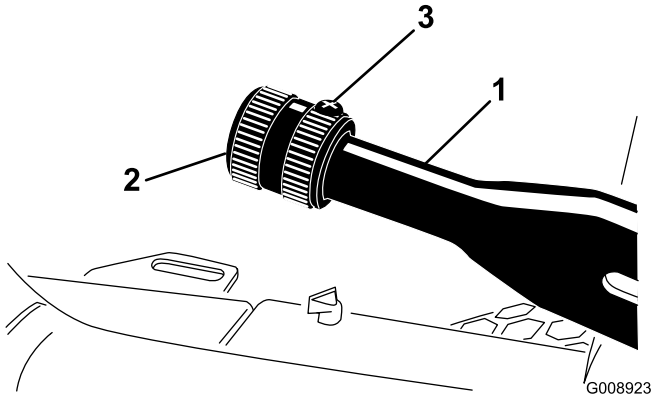

Rysunek 71
1. Poluzuj śrubę ustalającą mocującą gałkę do dźwigni hamulca postojowego (Rysunek 71).